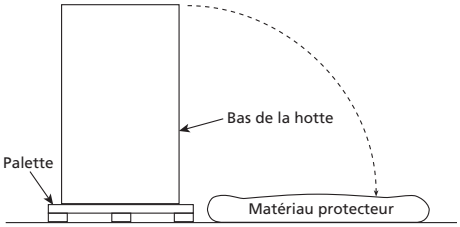

Figure 5
2. La hotte étant toujours à l'intérieur de sa caisse d'emballage, la placer sous l'emplacement de pose prévu. Enlever la caisse d'emballage avec précaution. Placer du matériau protecteur sur le sol à côté de la caisse pour éviter d'endommager la hotte. Avec précaution, basculer la hotte vers le côté sur le matériau protecteur, voir Figure 5.